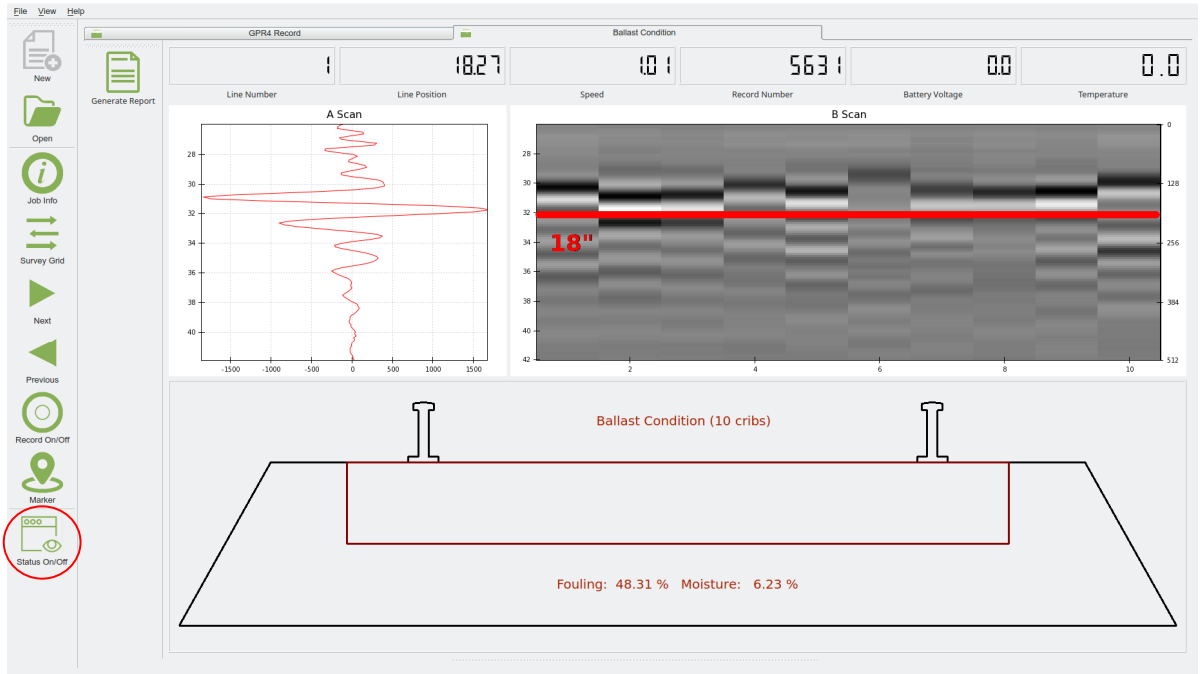

Figure 4. The EssGpr4LoggingApp. Use the circled icon to hide/show the status panel which shows detailed information that most users can ignore.
4. Start the data acquisition program by touching and holding the *EssGpr4LoggingApp* icon on the desktop, and then selecting *Run*. The program will startup, connect to the scanner, and start updating with data. Figure 4 shows the acquisition program screen. Most users choose to hide the status panel on the bottom of the screen so that the plotting area is larger, and only show the panel when diagnosing errors. The green light on the RABIT's power button will flash when it is connected via WiFi to the acquisition program on the tablet computer.